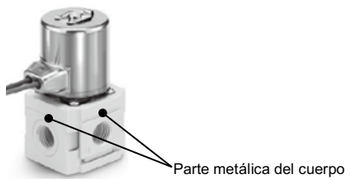

Figura 1. Área de fijación de la válvula
- Cuando realice la conexión del conexionado/racores a la válvula, sujete la parte metálica del cuerpo con una mordaza, etc. Véase la Figura 1.
Las válvulas JSXM se pueden montar individualmente (figura 1) o de forma modular (figura 2) usando los espaciadores de conexión (figura 3).